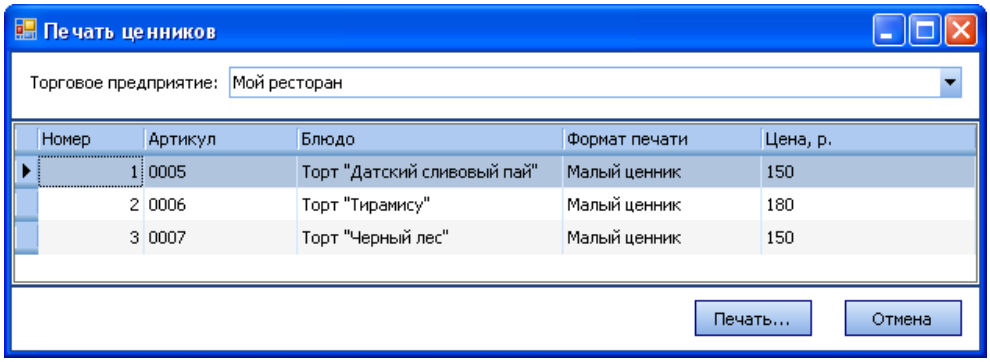

Рисунок 34 Окно Печать ценников
2. Нажмите кнопку **Действия → Печать ценников**. Откроется окно **Печать ценников** (см. Рисунок 34). В данном окне содержится перечень позиций, выбранных в приказе на момент вызова окна.